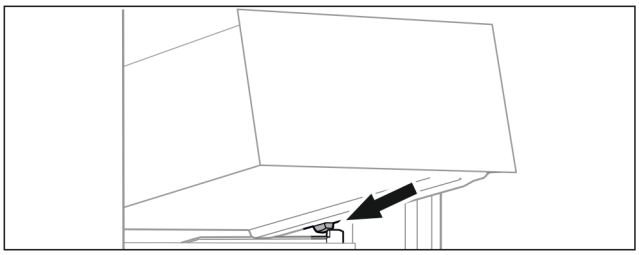

Fig. 139
▶ 将抽屉斜放在容器肋梁上的止动器后面。〔参见 Fig. 139〕